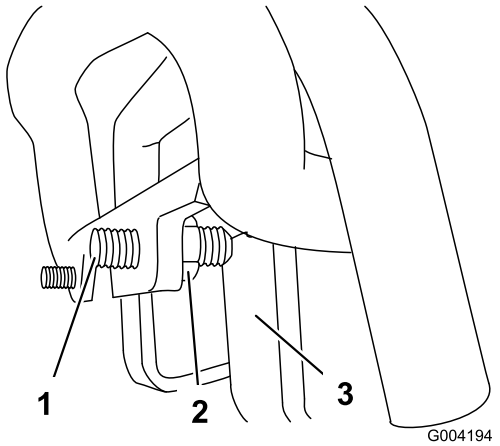

Figur 57
3. Lossa **höger** kontramutter och justera inställningsskruven framtill på drivreglaget (Figur 57) om maskinen drar åt **vänster**.
4. Lossa **vänster** kontramutter och justera inställningsskruven framtill på drivreglaget (Figur 57) om maskinen drar åt **höger**.